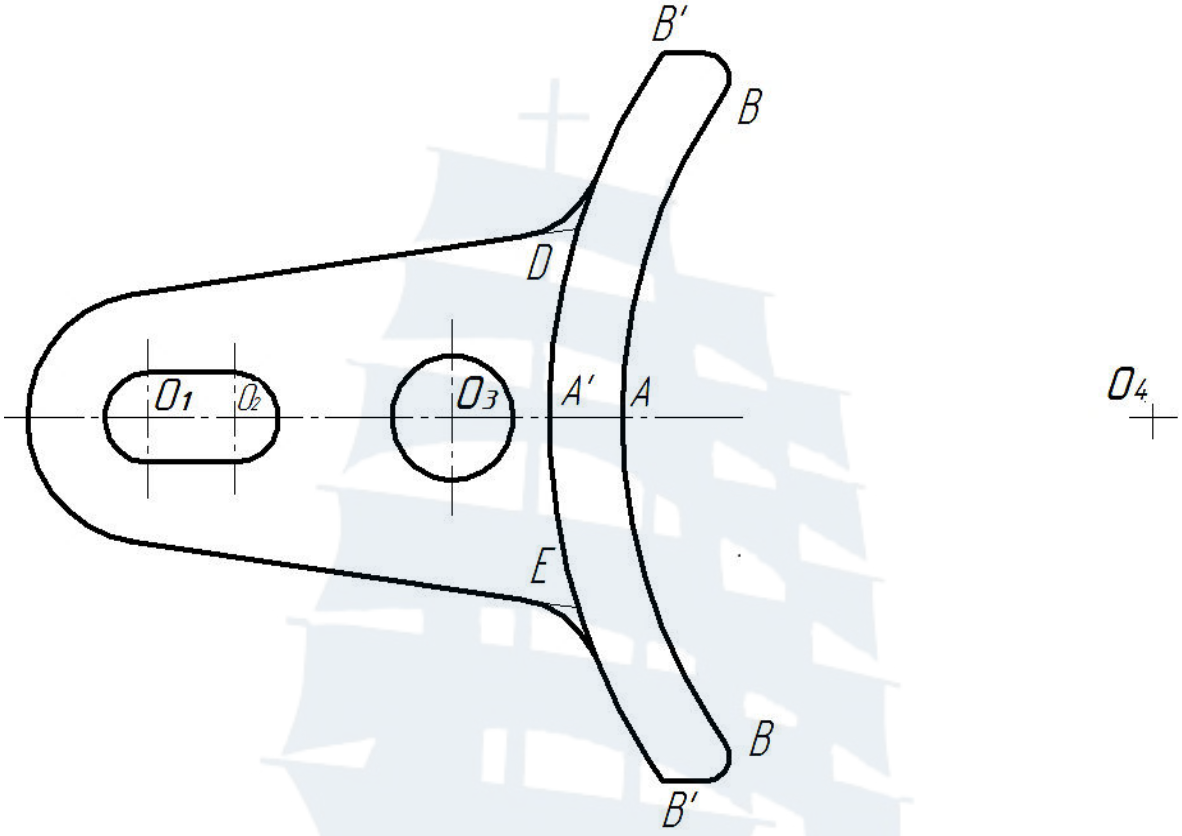

Рис. 129
16. Провести осевые и центровые линии. Удалить вспомогательные прямые линии (рис. 129).